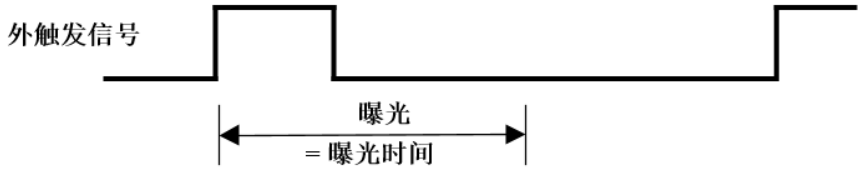

图 8-21 上升沿触发定时曝光模式时序图
- 如果启用上升沿触发，曝光会在触发信号上升时开始，一直持续到曝光时间结束，如图 8-21 所示